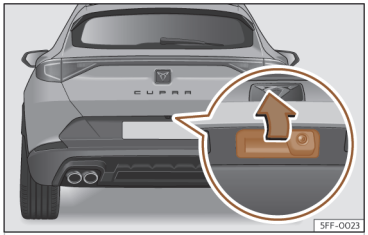

Fig. 75 Portón trasero: apertura desde fuera.
- *Abrir:* haga una ligera presión en el asidero. Se abre automáticamente. ››› **fig. 75**.